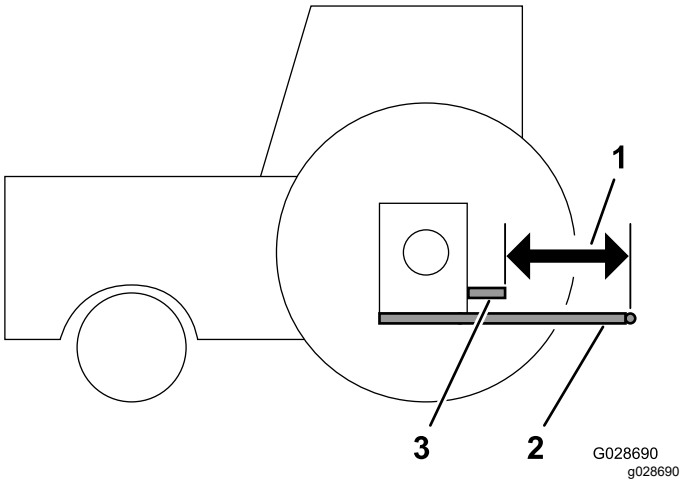

Figura 9
1. Coloque una barra recta sobre los extremos de los brazos de enganche para determinar la distancia entre los brazos y el extremo del árbol de salida de la TDF (Figura 9).
2. Mida la distancia entre el extremo del árbol de salida de la TDF y el punto de enganche de los brazos de enganche inferiores (Figura 9). Anote aquí la medida: